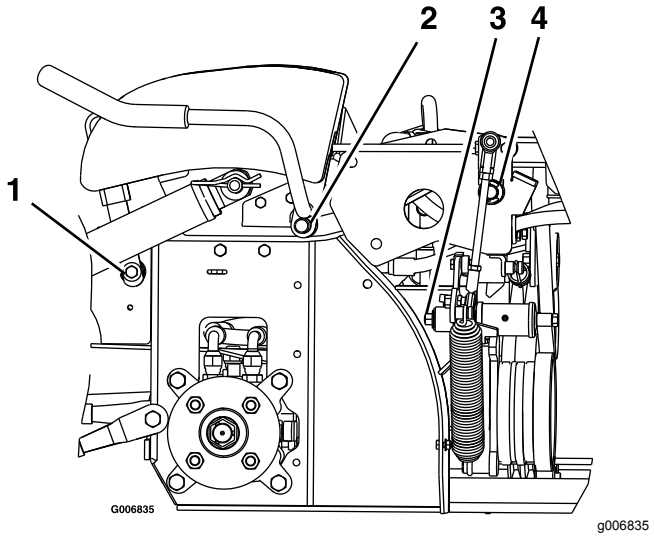

Figur 33
2. Smør bronsehylstrene på bremsehåndtakstappen med et smøremiddel i sprayform eller en lett olje (Figur 33).